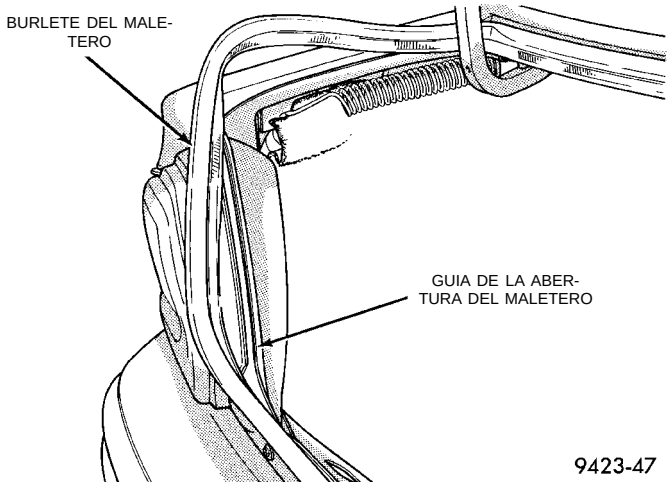

Fig. 74 Burlete del maletero
(1) Suelte el pestillo de la tapa del maletero y ábrala.
(2) Extraiga el burlete de la tapa del maletero de la guía de la abertura del maletero (Fig. 74).
(3) Separe el burlete del vehículo.